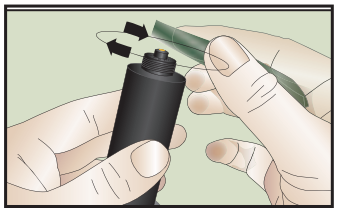

Figure 1
4. If the cathode surface has not been polished in a long time, looks really dull or have visible scratches use the Blue (Coarse) polishing paper (dull side) and polish the gold plated electrode by moving the paper in a circular pattern for no longer than 5-10 seconds. DO NOT go back and forth in a single direction. See Figure 1.
5. Find the White (Fine) polishing paper (dull side) in the electrode box. Start polishing the gold electrode by moving the paper is a circular pattern for 1-2 minutes or until the surface of the gold has a mirror shine finish. DO NOT go back and forth in a single direction. **See Figure 1.**